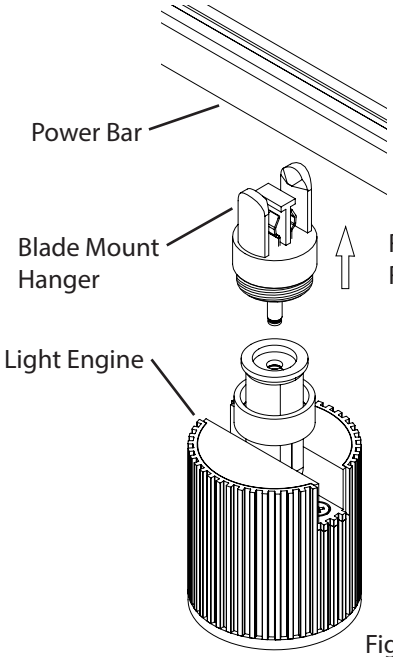
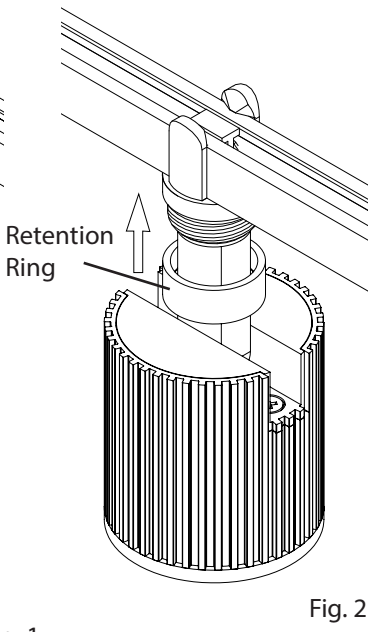

Fig. 1
Fig. 2
1. Align **Hanger** with **Power Bar** (Fig. 1) and press down firmly on the top of the Power Bar, while pressing up on the bottom of the Plug, until the Power Bar clicks into place (Fig. 2).
2. Align **Light Engine** with **Blade Mount Hanger** (Fig. 1), connect Light Engine to Blade Mount Hanger (Fig. 2).